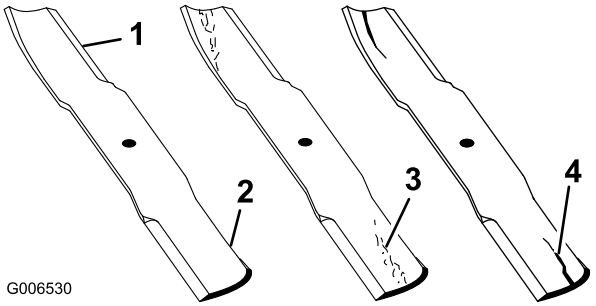

Figuur 89
1. Controleer de snijranden (Figuur 89). Als de snijranden niet scherp zijn of inkepingen vertonen, moet u de messen verwijderen en deze slijpen. Zie Maaimessen slijpen.
2. Controleer de messen, met name het gebogen deel (Figuur 89). Als u beschadiging, slijtage of groefvorming in dit deel constateert (Figuur 89), moet u het mes direct vervangen.